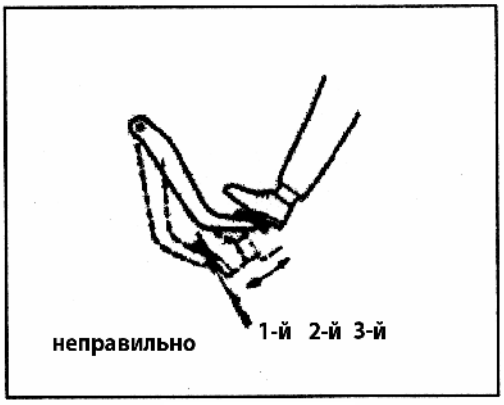

Рис. 702
4) Если при нажатии на педаль тормоза, ход педали не изменяется, то это указывает на неисправность вакуумного усилителя (Рис. 702).